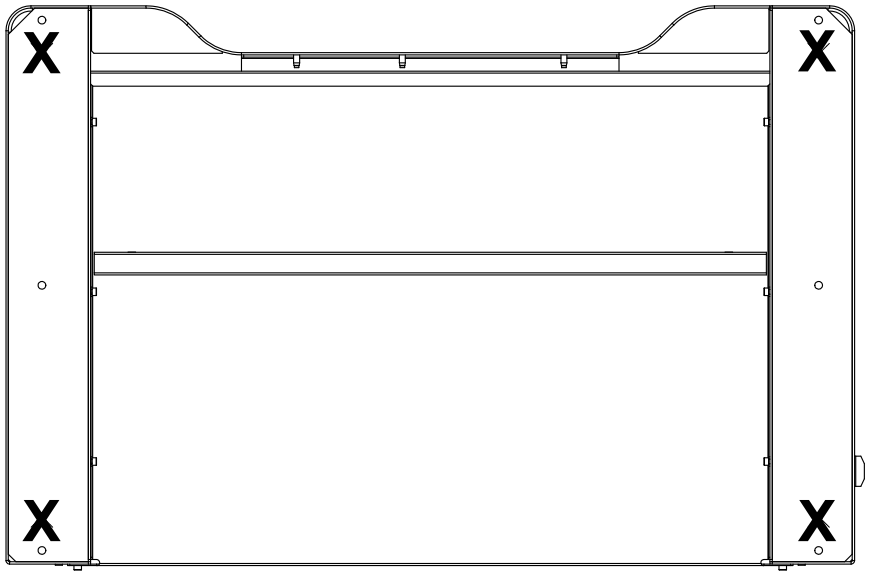

Figure 25. Dessous du bâti montrant l'emplacement des pieds du bâti
7. Localisez les pieds du bâti qui ont été retirés afin de boulonner le cadre à la palette d'expédition. Retirez les supports tubulaires à l'arrière de la base du bâti et installez les pieds du bâti aux emplacements indiqués dans Figure 25 à la page 83.